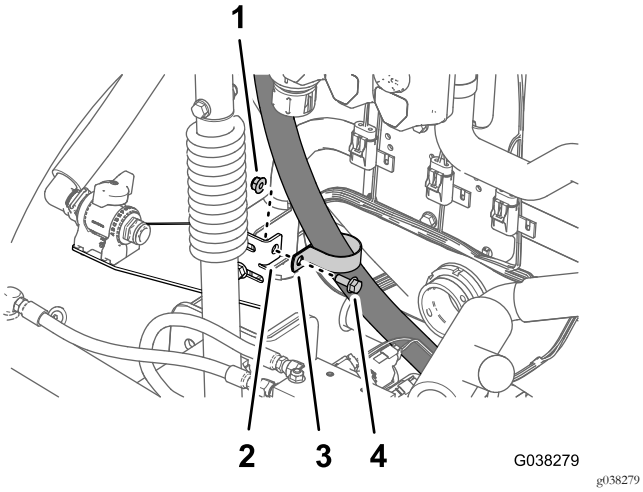

Figura 72
6. Prenda o tubo para o tubo de fornecimento do pulverizador à aba do suporte da válvula de agitação (Figura 72) com o parafuso de cabeça flangeada (5/16 x ¾ pol.) e a porca de bloqueio flangeada (5/16 pol.).